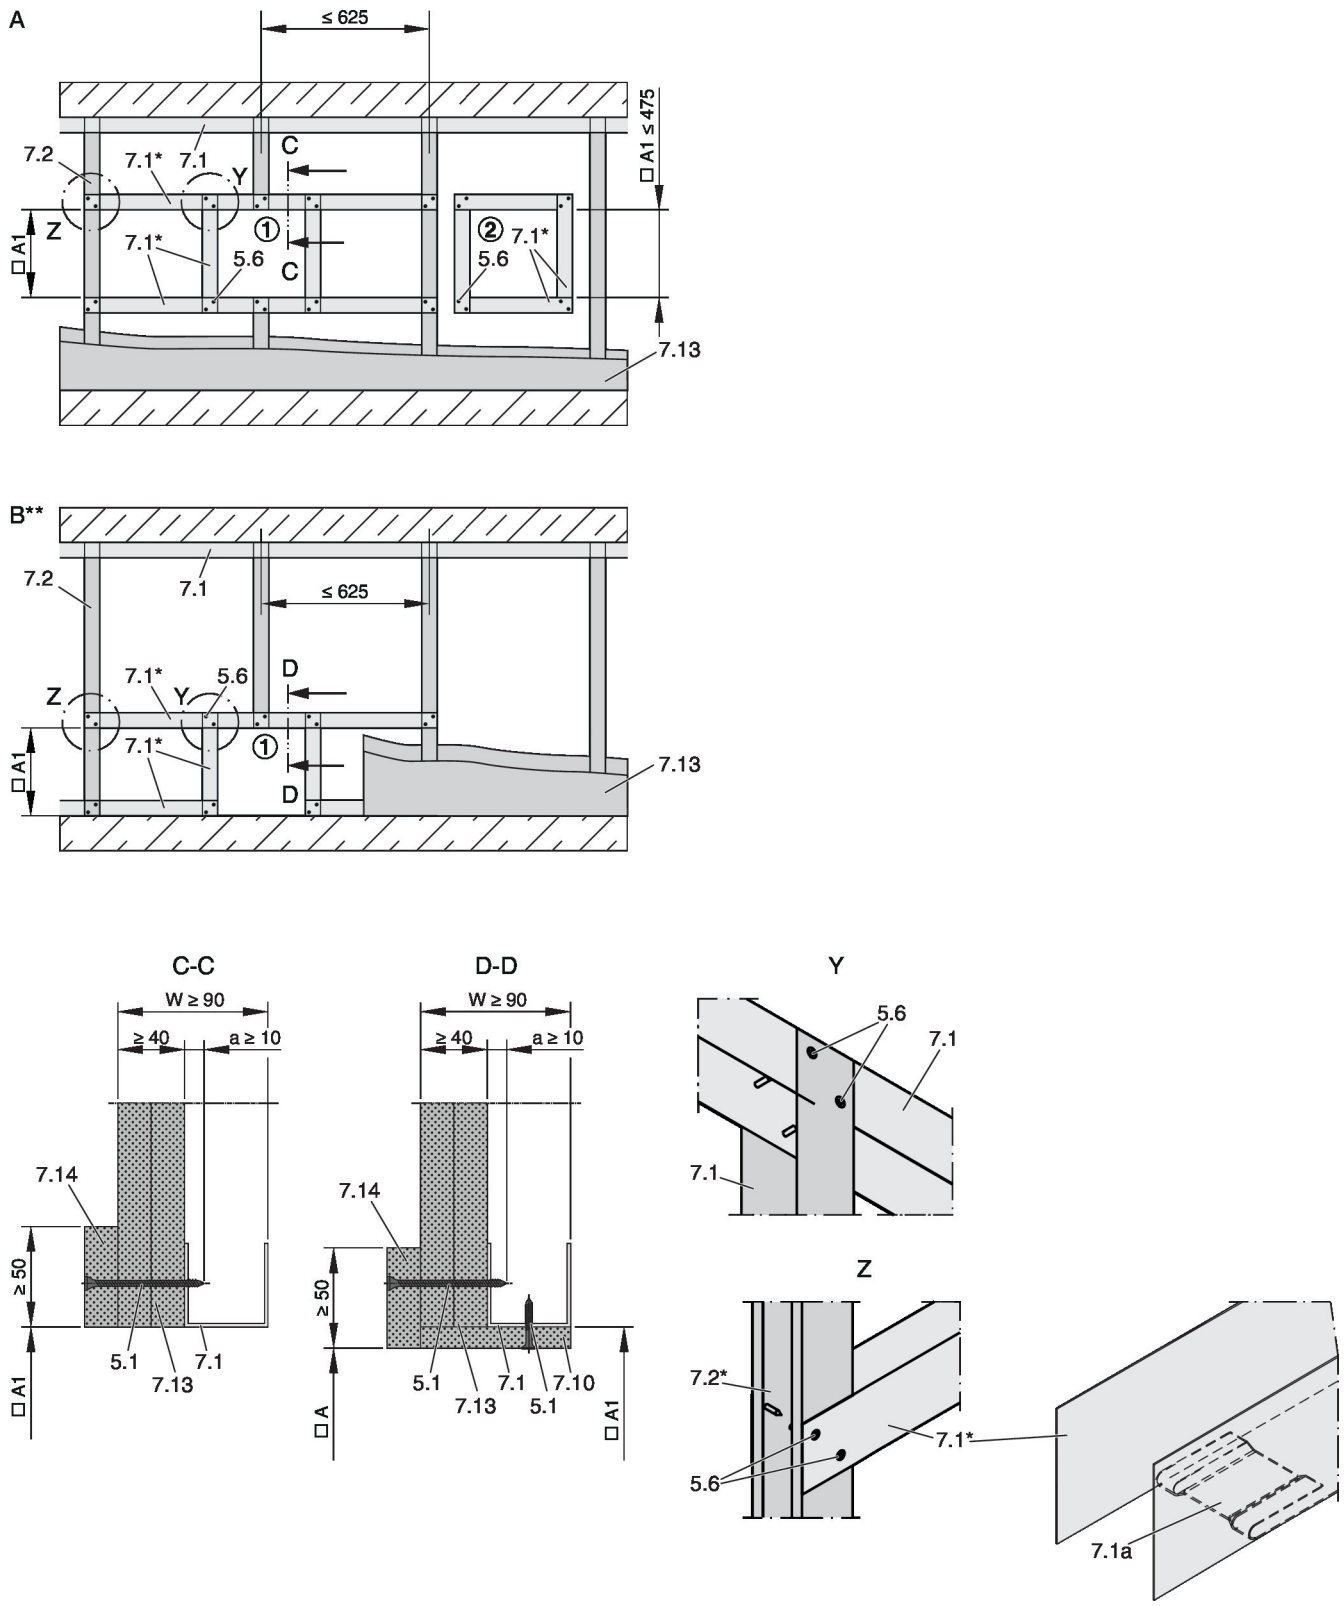

*Abb. 132: Schachtwand mit Metallständer und einseitiger Beplankung*
- Schachtwand nach Herstellerangaben errichten und Einbauöffnung herstellen, Abb. 132